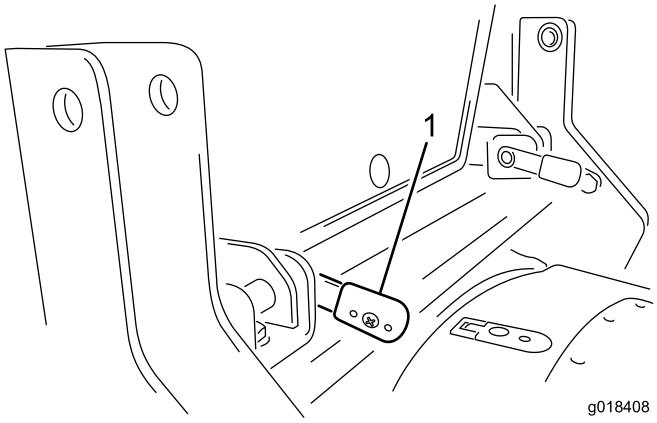

Figur 16
3. När spakarna har förts in helt vrider du dem bakåt för att låsa dem på plats (Figur 16).